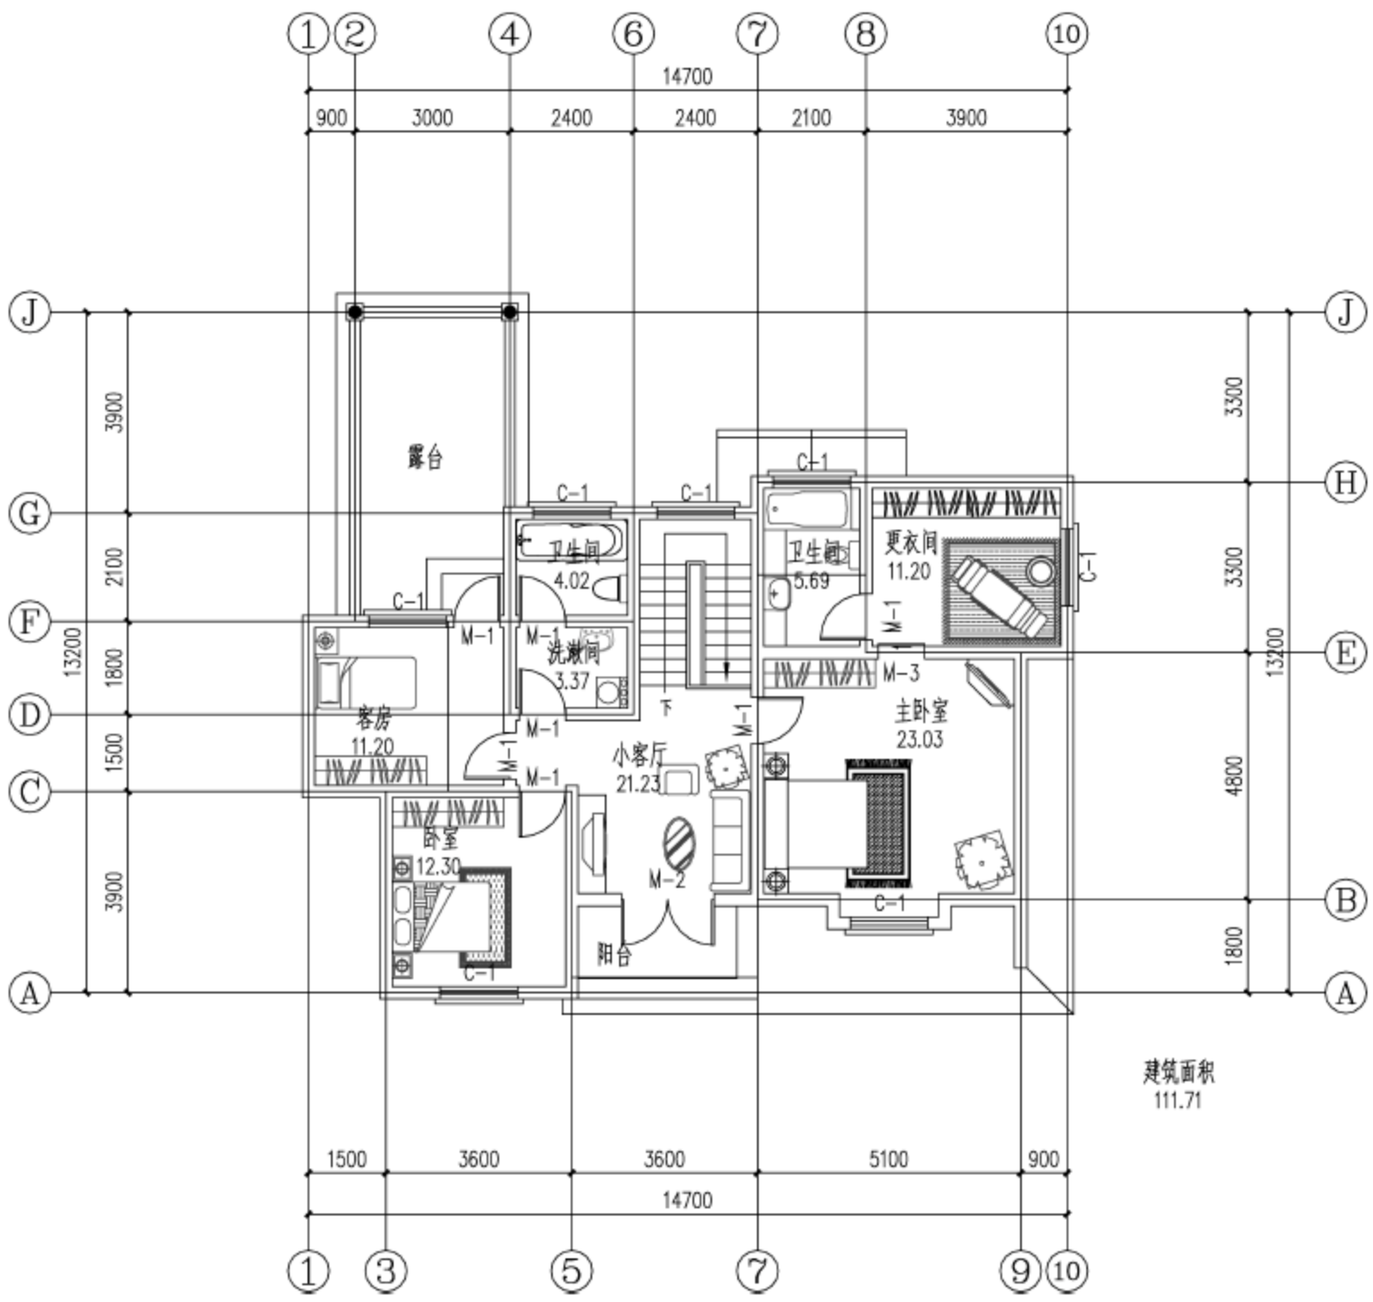

图 18-99　房间标注
绘制房屋的信息可以直接由天正自动绘制而成，比如室内面积、房间编号等，本例中只生成室内面积。生成的房间标注如图 18-99 所示。
(4) 单击菜单中的“文字表格”→“单行文字”命令,打开“单行文字”对话框,如图 18-103 所示,标注露台和阳台。最终形成的房间标注如图 18-99 所示。